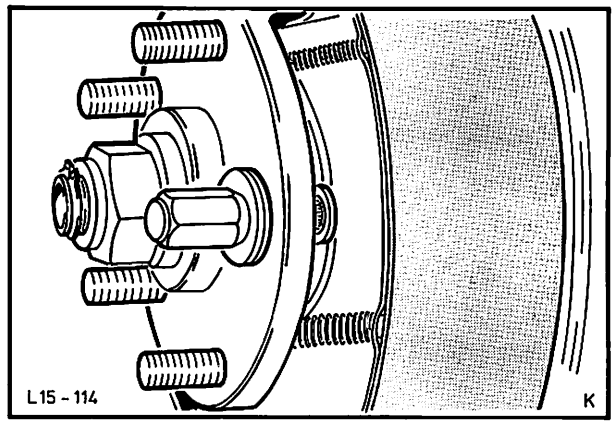

Abb. 180 Radbolzen in den Flansch einziehen
3. Neue Radbolzen mittels einer Radmutter und passenden Unterlagscheiben in den Flansch einziehen, Abb. 180.